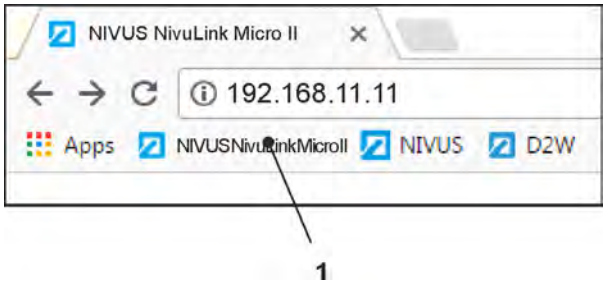

Fig. 32-5 Raccourci dans la barre de signets
Le signet apparaît sur la barre de signets (Fig. 32-5, pos. 1) et peut être utilisé pour démarrer immédiatement en le sélectionnant sans entrer l'adresse IP.